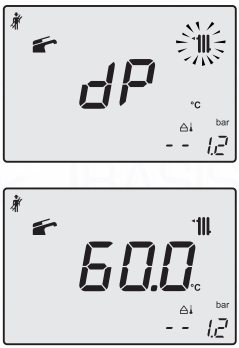

Fig. 9.24
- Press further key 18 to vary again the output in chimney sweep mode: when the LCD display displays the letters **dP** that alternate with the heating water temperature value (e.g.**60**), the "chimney sweep function" is at maximum output in domestic hot water mode" (Fig. 9.24).